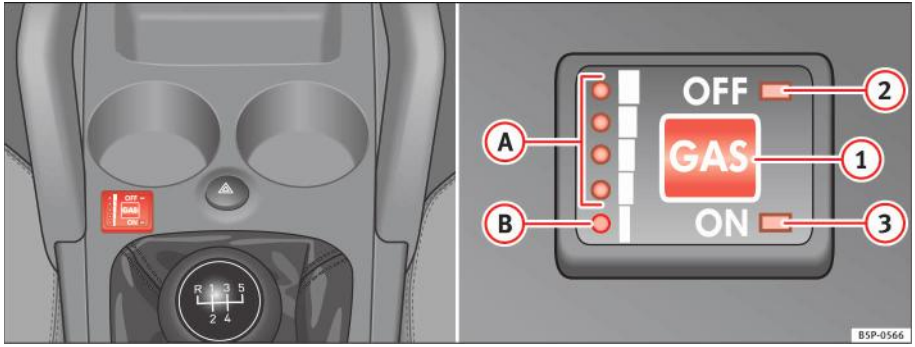

Fig. 136 Consola centrală: lămpile de avertizare şi comutatorul sistemului de gaz.
Este posibilă comutarea de la GPL la benzină cu motorul în funcțiune, chiar şi cu automobilul în mişcare, prin apăsarea butonului GAS (gaz) ⇒ fig. 136 (1). Modul de funcționare selectat este indicat de lămpile **OFF** (dezactivat) (2) (funcționare pe benzină) şi **ON** (activat) (3) (funcționare pe GPL).